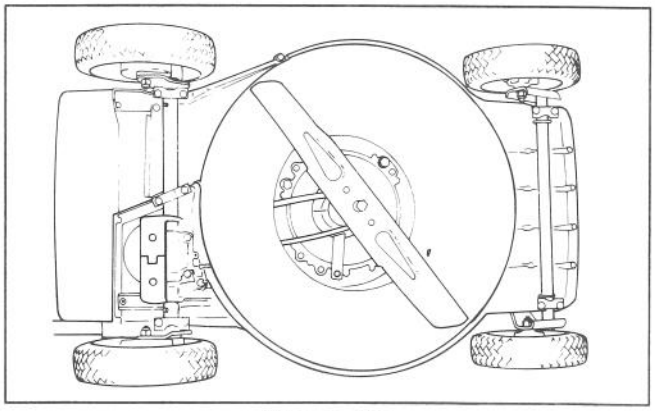

Figure 29
2. Tip mower on its left side (Fig. 29). Avoid rotating blade because starting problems may result.